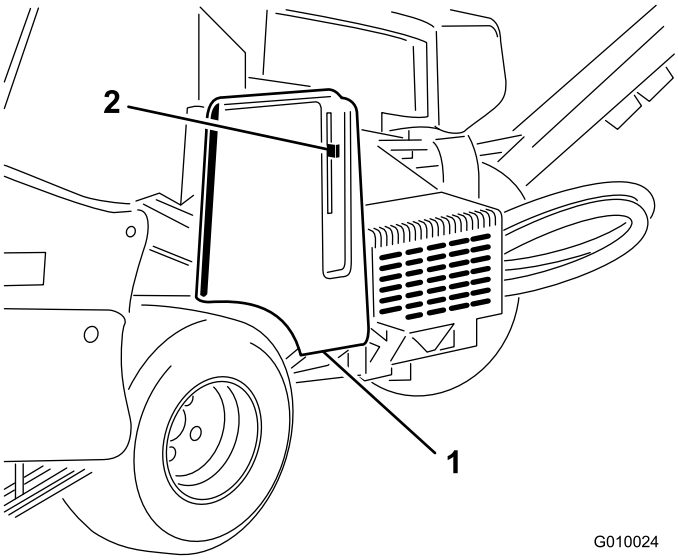
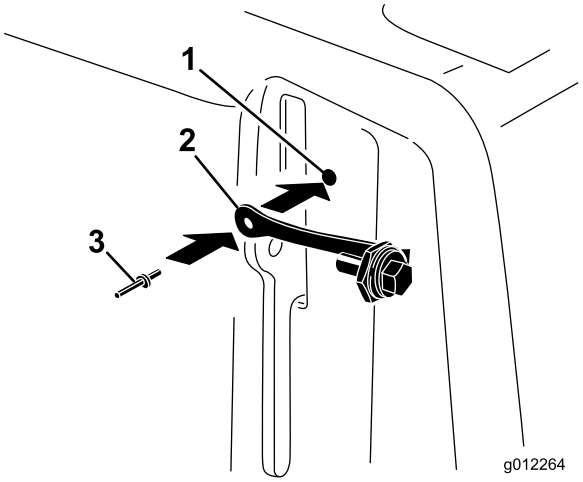

Figure 8
Figure 9
1. Trouvez le trou dans le couvercle de courroie, près du levier de verrouillage (Figure 8 et Figure 9).
2. Montez le cordon dans le trou du couvercle de courroie avec un rivet aveugle (Figure 9).